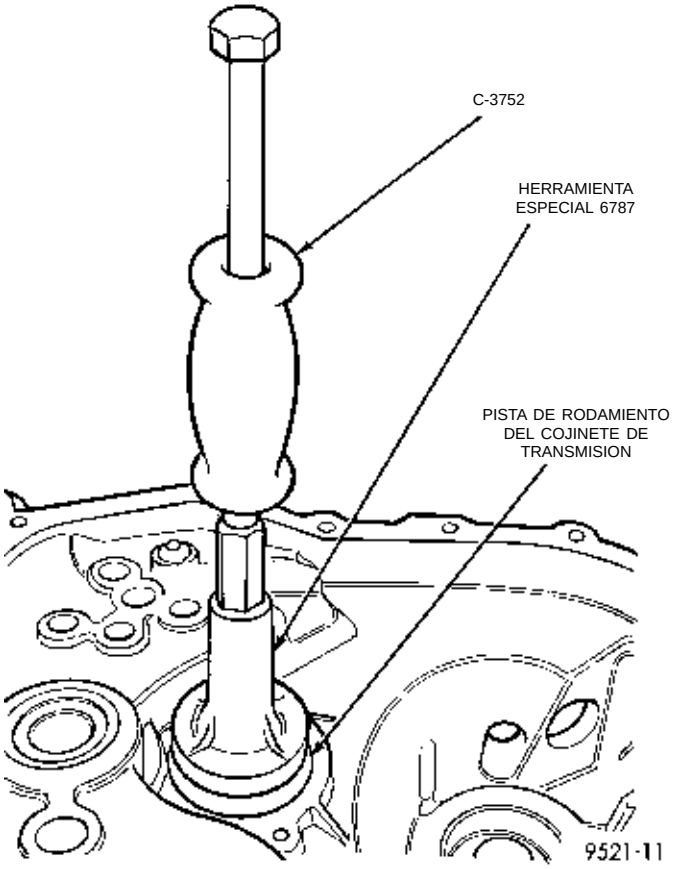

Fig. 125 Desmontaje de la pista de rodamiento del cojinete de transmisión
(3) Instale la herramienta Nº 6787 y el martillo de percusión (Fig. 125). Ajuste la herramienta a la pista de rodamiento del cojinete de transmisión.
(4) Mediante el martillo de percusión, retire la pista de rodamiento del cojinete de transmisión.